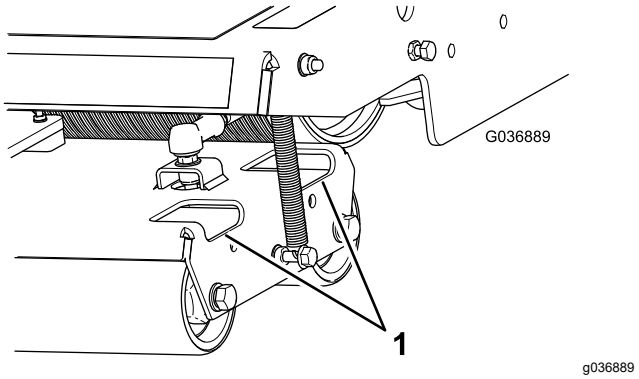

Figuur 40
2. Verwijder indien nodig vuil en stof van de rollen door water door de gaten in de rolbehuizingen te spuiten (Figuur 40).